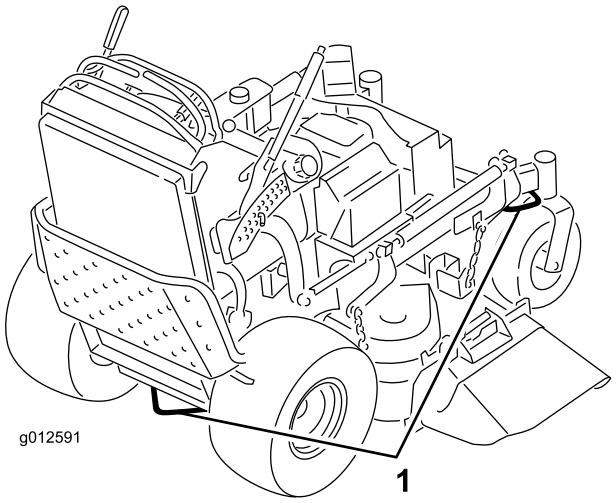

Figura 26
6. Utilice los bucles metálicos de amarre de la máquina para sujetar la máquina firmemente al remolque o al camión con correas, cadenas, cables o cuerdas (Figura 26).